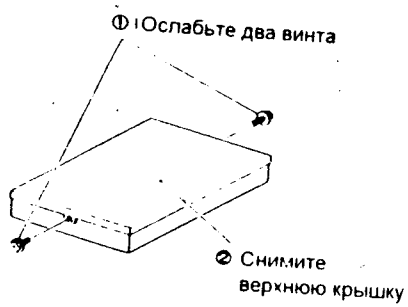

Рис. 4
(1) Ослабьте два винта и снимите верхнюю крышку (рис. 4).